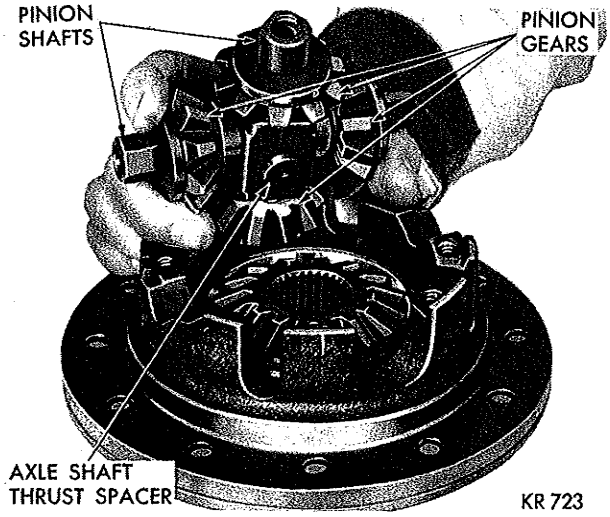

***Fig. 10—Removing or Installing Pinion Shafts and Gears***
(4) Remove pinion shafts with pinion gears (Fig. 10).